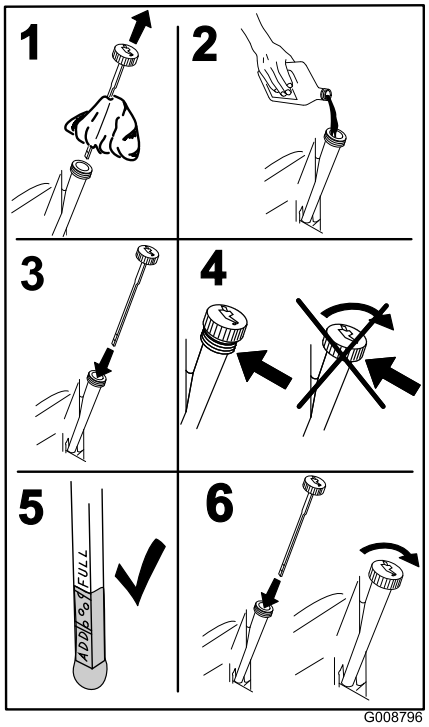

Bild 46
5. Gießen Sie langsam ungefähr 80 % der angegebenen Ölsorte in den Einfüllstutzen und füllen Sie dann vorsichtig mehr Öl ein, um den Ölstand an die **Voll**-Marke zu bringen (Bild 46).